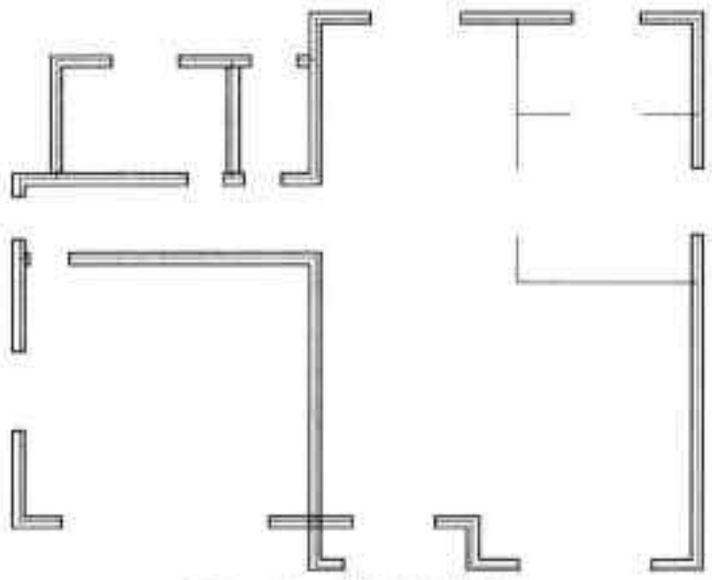

图5-74 绘制外墙线
Step07 按照同样的方法，执行“多线”命令，绘制别墅一层外墙线，绘制结果如图 5-74 所示。